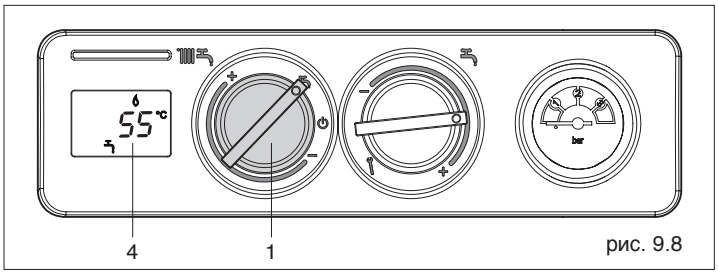

рис. 9.8
- **Режим «Лето»:** если повернуть переключатель на символ «лето» (1, рис. 9.8) включится функция работы только для ГВС. При запросе горячей воды, на дисплее (4, рис. 9.8) отобразится температура воды в бойлере, значок работы в режиме ГВС и значок пламени . Котёл будет работать до тех пор, пока не будет достигнута заданная температура, либо не будет удовлетворён запрос на производство тепла. После этого он снова перейдёт в режим ожидания.